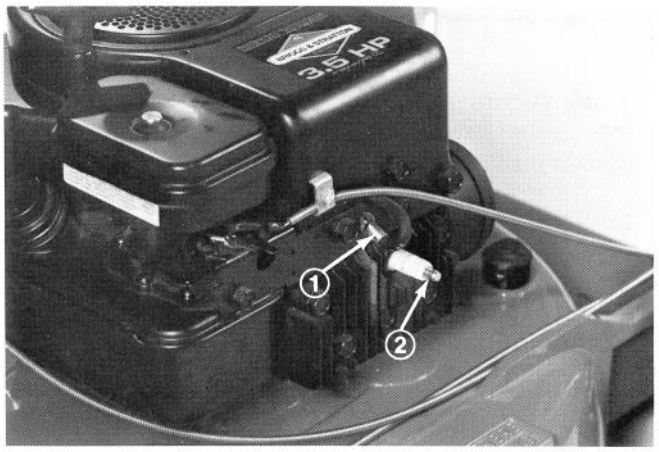

Figure 31
2. Clean area around spark plug so foreign matter does not fall into cylinder when plug is removed. Remove plug from cylinder head (Fig. 31).
1. Pull high tension wire off spark plug. Assure that wire does not contact plug accidentally (Fig. 31).